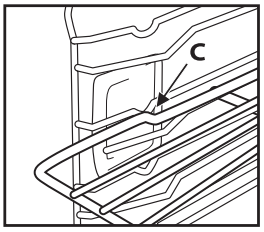

Рис. 3
3. Знову встановіть решітку в горизонтальне положення і проштовхніть її до повного вставляння “C” (Рис. 3).